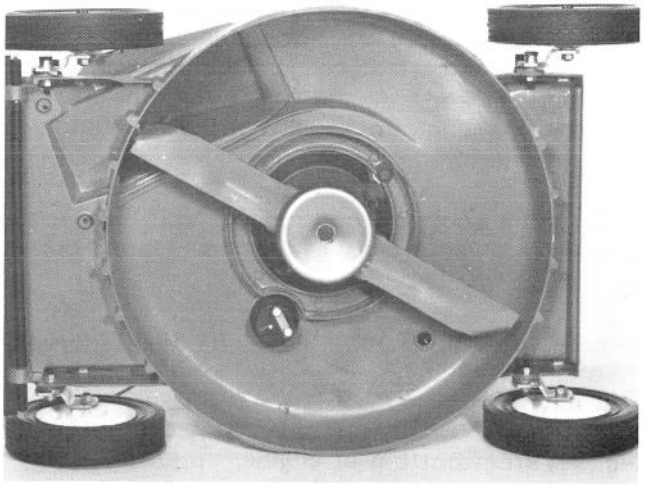

Figure 32
3. Tip mower on its left side (Fig. 32), which is its spark plug side. Avoid rotating the blade when mower is tipped because starting problems may result.